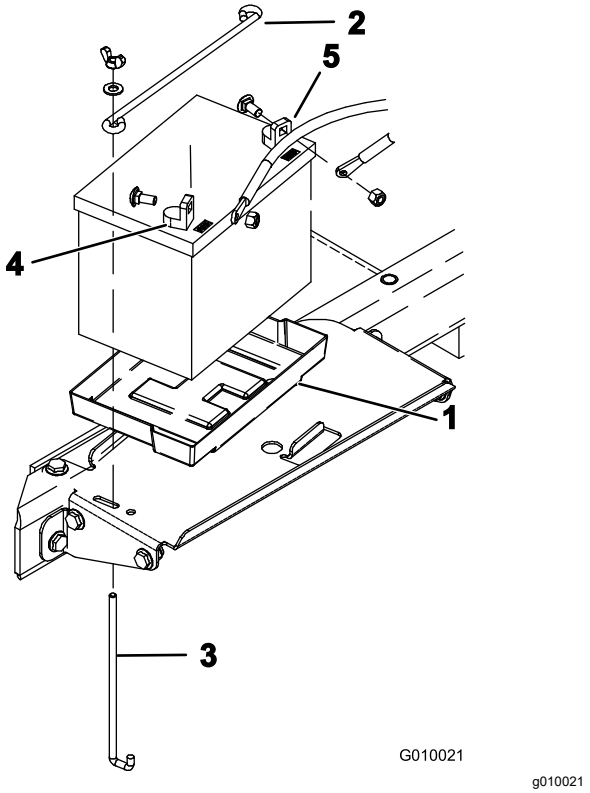

Figur 50
A. Fjern batteritilholderen og holdestængerne, der fastgør batteriet til bakken (Figur 50).
6. Sæt batteriet ind i bakken i batterirummet som vist i Figur 50.